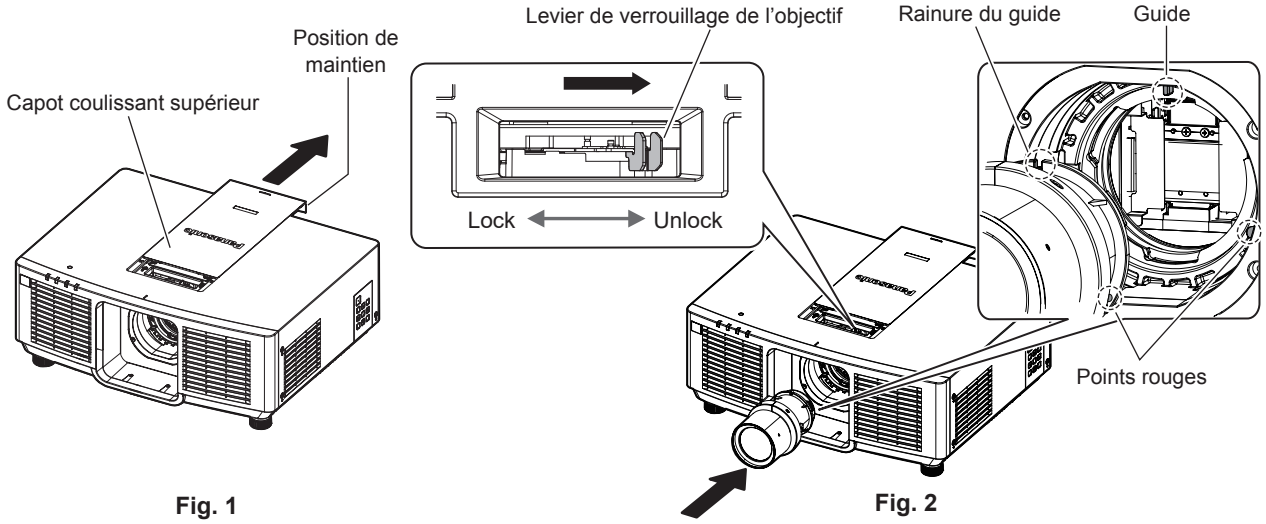

Fig. 1 Fig. 2
1) **Faites glisser le capot coulissant supérieur. (Fig. 1)**